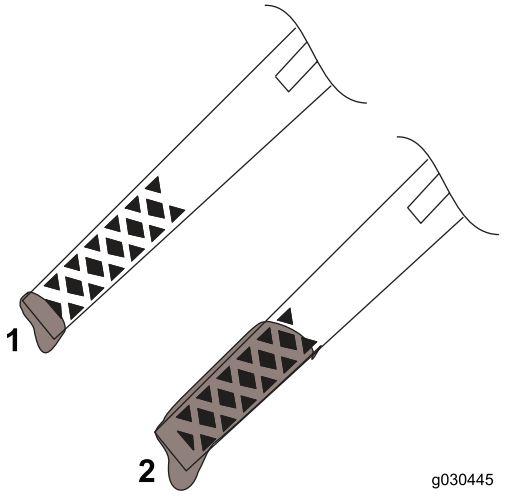

Figur 17
- Fyll på olja om oljenivån ligger under fullmarkeringen på oljestickan (Figur 17). Se Byta ut motoroljan (sida 16).
- Om oljenivån hamnar över fullmarkeringen (Figur 17) ska du tömma ut den överflödiga oljan tills oljenivån hamnar på fullmarkeringen på oljestickan. Se Byta ut motoroljan (sida 16).